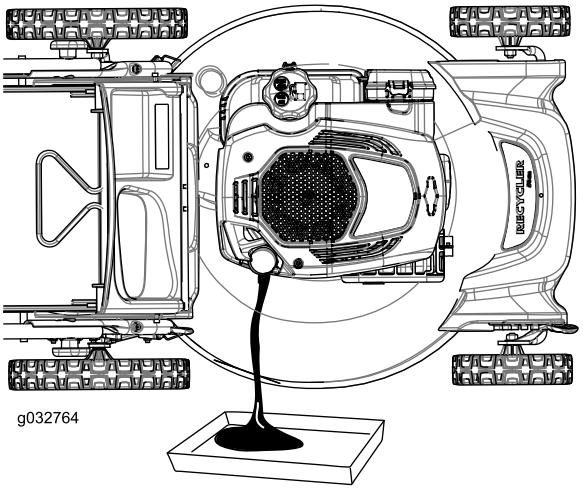

Figur 26
7. Vipp maskinen på siden med oljefyllingsrøret vendt nedover for å tømme brukt olje gjennom oljefyllingsrøret ut i oljetappefatet (Figur 26).